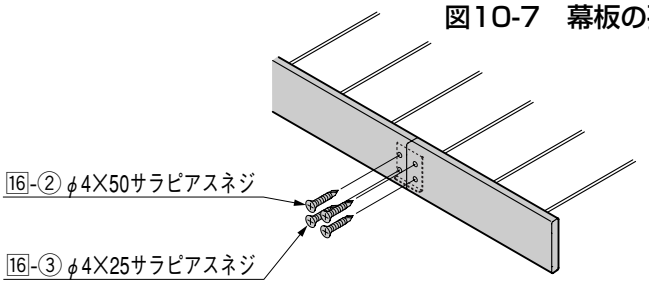

図10-8　幕板の連結
- 幕板Bの連結は幕板取付材Aのある箇所で行ってください。（図10-8参照）